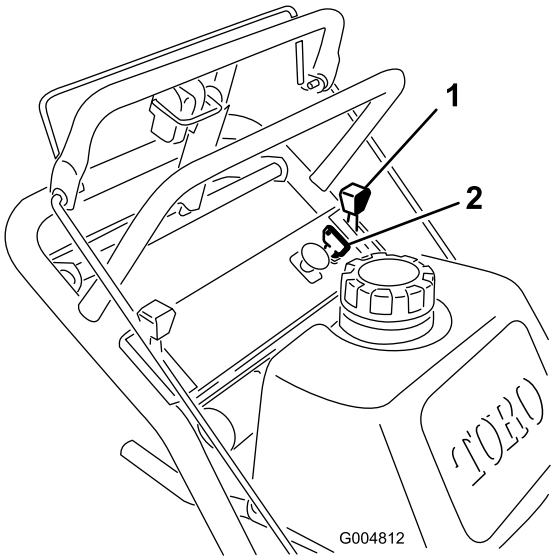

Figur 8
1. För gasreglaget till det **långsamma** läget (Figur 8).
3. Vrid startnyckeln till **avläget** (Figur 8).